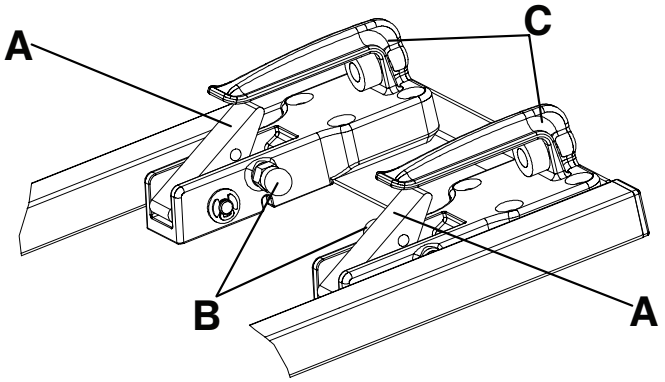

Figura 18 – Dispositivo de fixação de duas fases
Nota - A estrutura do fecho da extremidade do lado dos pés está equipada com um dispositivo de fixação de duas fases (Figura 18). Quando a maca está fixa no sistema de fixação, o botão de libertação vermelho irá retornar à sua posição original.
Para libertar a maca do dispositivo de fixação de duas fases, puxe os dois botões de libertação vermelhos (B) no interior dos ganchos de retenção frontais (C) (Figura 18).